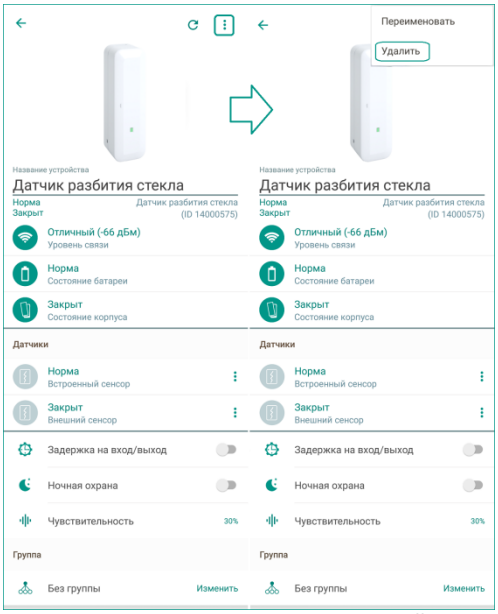

Рисунок 16.1 – Вызов меню на экране настройки датчика
1) В приложении на экране настройки датчика (см. рисунок 16.1).